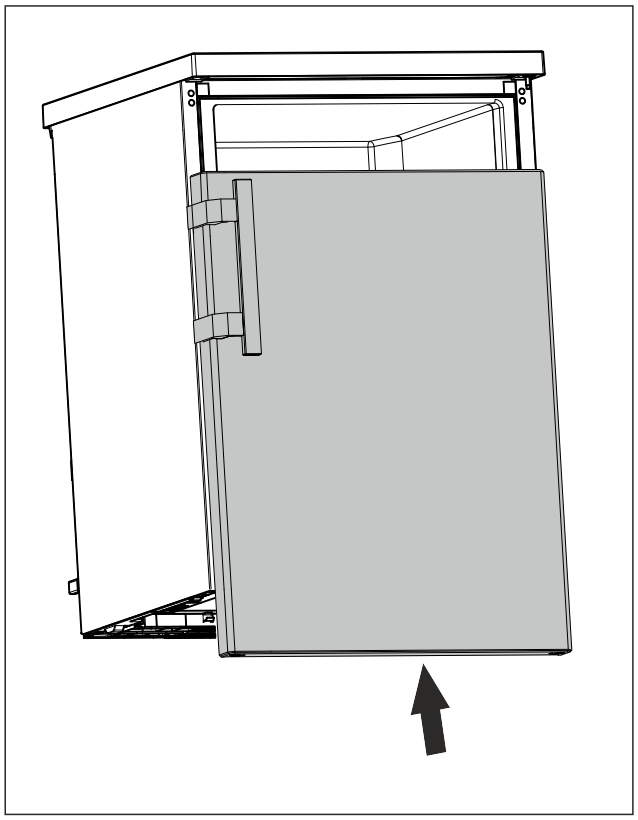

Fig. 19
▶ Slide the door onto the upper bolt in closed status. (see Fig. 19)